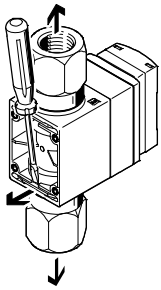

Fig. 9 Dismantling fluid connection
- Dismount fluid connector (➔ Fig. 9).